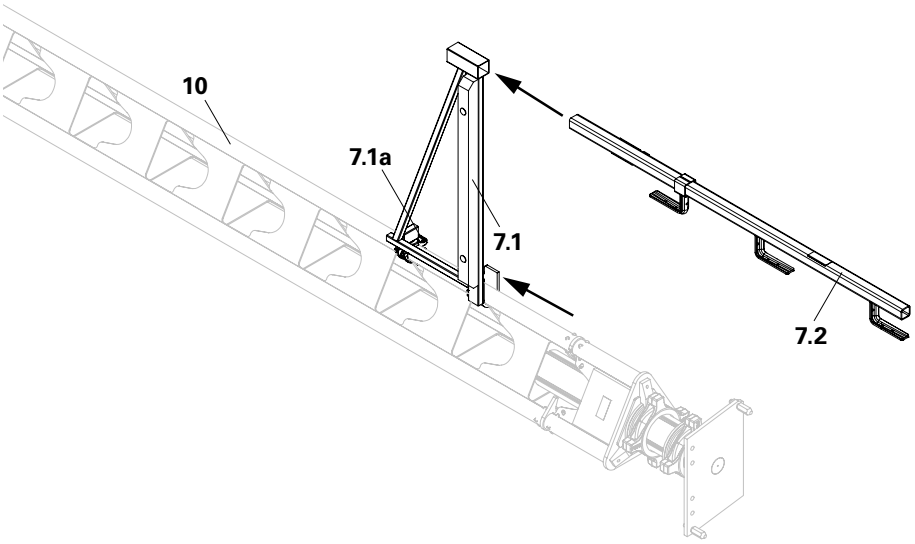

Fig. A2.10
1. Attach Scaffold Bracket HD 75 (7.1) to HD Prop Chords. The teeth engage in the connecting plates of the HD Props (10).
3. Insert Handrail Post (7.2). (Fig. A2.10)